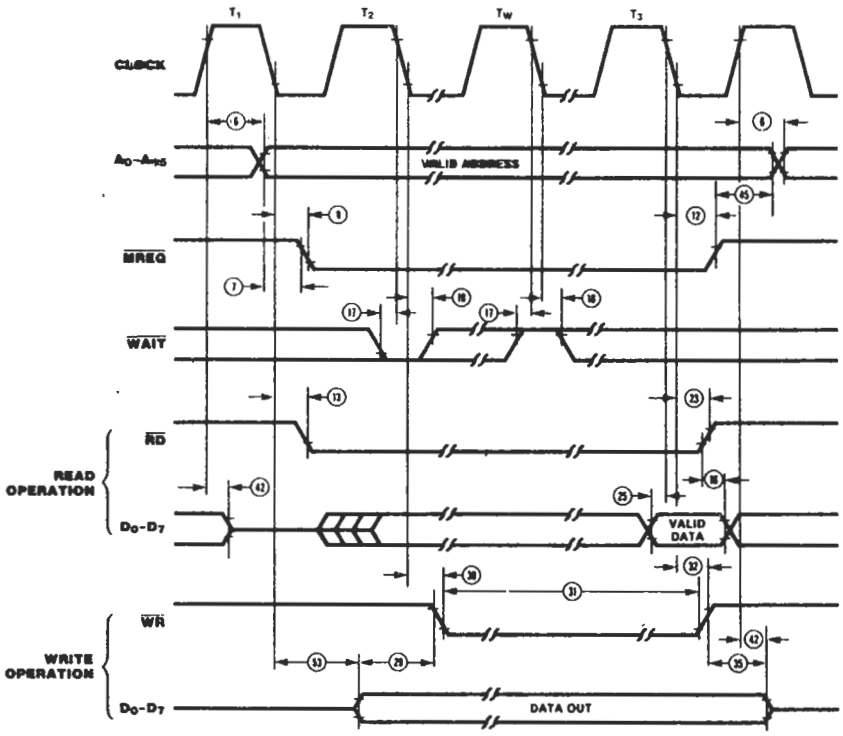

**Figure 6. Memory Read or Write Cycles**
**Memory Read or Write Cycles.** Figure 6 shows the timing of memory read or write cycles other than an opcode fetch ($\overline{M1}$) cycle. The $\overline{MREQ}$ and $\overline{RD}$ signals function exactly as in the fetch cycle. In a memory write cycle, $\overline{MREQ}$ also becomes active when the address bus is stable. The $\overline{WR}$ line is active when the data bus is stable, so that it can be used directly as an R/$\overline{W}$ pulse to most semiconductor memories.